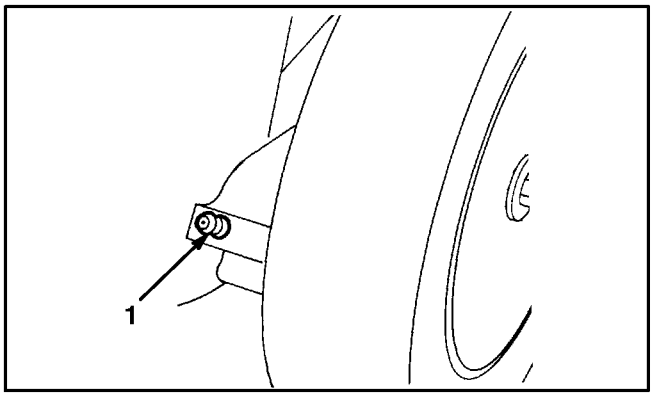

Figure 27
2. Move rear wheel height−of−cut levers to "2" setting. Wipe grease fittings with clean rag (Fig. 27). Install grease gun onto fitting and gently apply two or three pumps of #2 Multi−Purpose Lithium Base Grease.